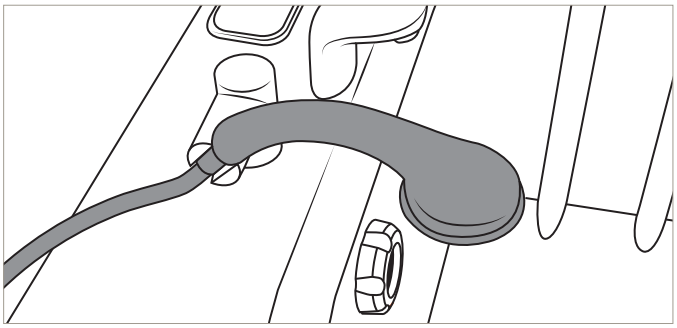

Afbeelding 48
13. Plaats de douchehandgreep terug in de houder. Zie Afbeelding 48.